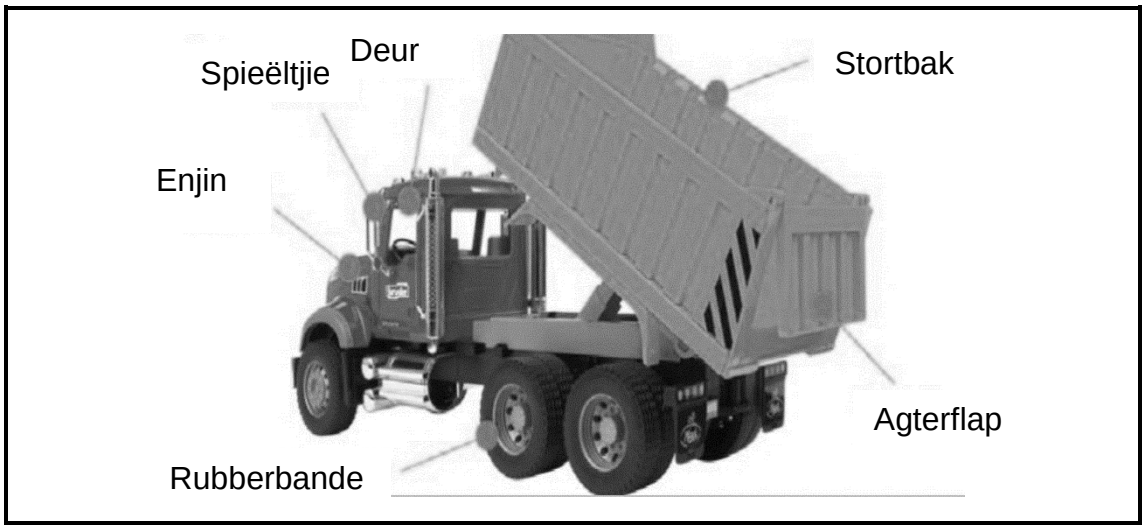

FIGUUR 2
3.5 Figuur 2 hier onder toon 'n stortvragmotor met 'n stortbed gekoppel aan 'n hidrouliese dubbelwerkingsilinder.